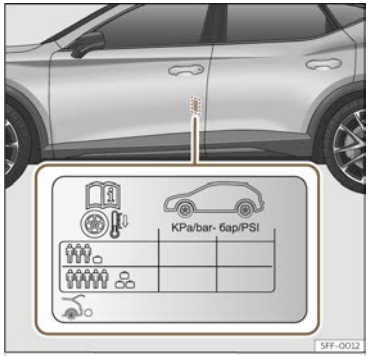

Fig. 246 Location of the tyre pressure sticker.
- Adjust tyre pressure to the load being carried by the vehicle ››› Fig. 246.
The tyre pressure values are shown on the sticker located on the rear frame of the front left door ››› Fig. 246.
The tyre pressure must be adjusted according to the load the vehicle is carrying. If the vehicle is going to be fully loaded, increase the tyre pressure to the maximum load value shown on the sticker ››› Fig. 246.
In the case of a minimised temporary spare wheel (125/70 R16 or 125/70 R18) inflate to a pressure of 4.2 bar as indicated on the tyre pressure label ››› Fig. 246.
- **The driver is responsible for ensuring that all of the vehicle tyres are correctly inflated to the right pressure. The recommended tyre pressure is indicated on the label ››› Fig. 246.**
- **Tyre pressure should be as indicated on the label when the tyres are cold at all times ››› Fig. 246.**